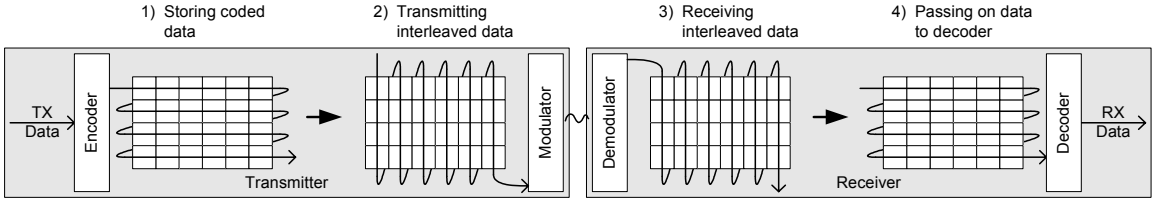

**Figure 9: General principle of matrix interleaving**
***CC2550*** employs matrix interleaving, which is illustrated in Figure 9. The on-chip interleaving and de-interleaving buffers are 4 x 4 matrices. In the transmitter, the data bits are written into the rows of the matrix, whereas the bit sequence to be transmitted is read from the columns of the matrix and fed to the rate ½ convolutional coder. Conversely, in a ***CC2500*** receiver, the received symbols are written into the columns of the matrix, whereas the data passed onto the convolutional decoder is read from the rows of the matrix.